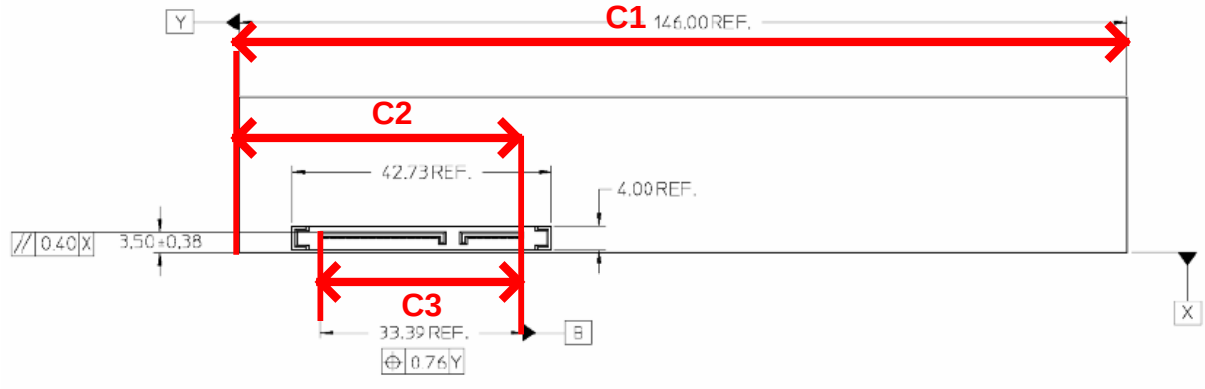

Figure 5
1. Using the outside measurement jaw of the calipers measure the value of *C1* as shown in Figure 5. Record the value of *C1*.
2. Using the outside measurement jaw of the calipers measure the value of *C2* as shown in Figure 5. Record the value of *C2*.
3. Using the outside measurement jaw of the calipers measure the value of *C3*, the width of the device plug connector as shown in Figure 5. Record the value of *C3*.